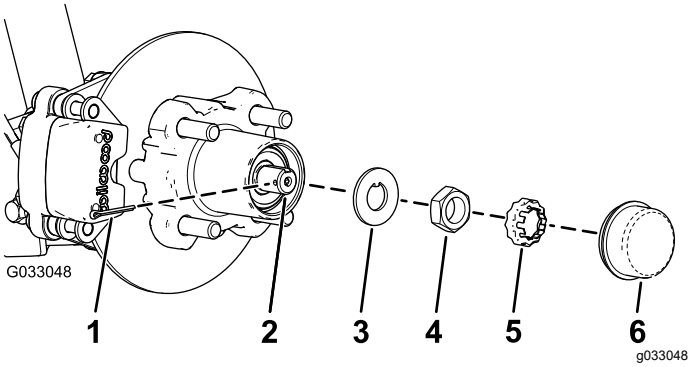
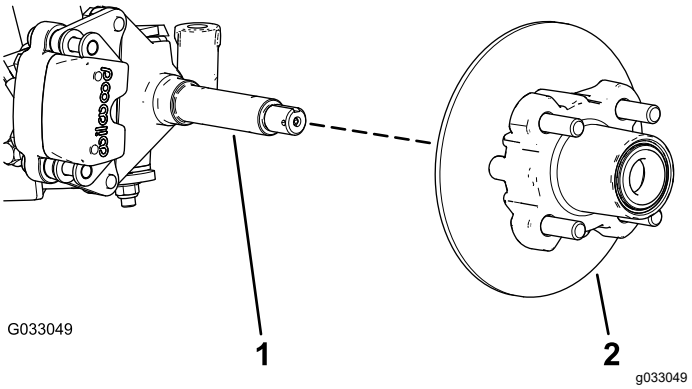

Figur 24
Figur 25
4. Ta av dammkåpan från navet (Figur 24).
5. Ta bort saxpinnen och mutterhållaren från spindeln och spindelmuttern (Figur 24).
6. Avlägsna spindelmuttern från spindeln och skilj sedan navet och rotorn från spindeln (Figur 24 och Figur 25).